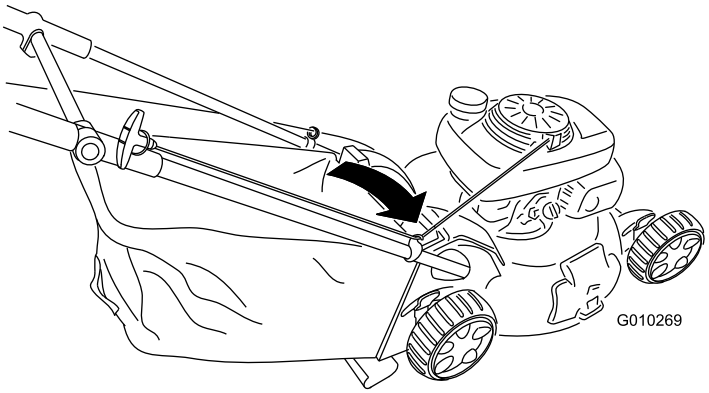

Figuur 29
1. Laat het startkoord rond de onderste koordgeleider lopen (Figuur 29).